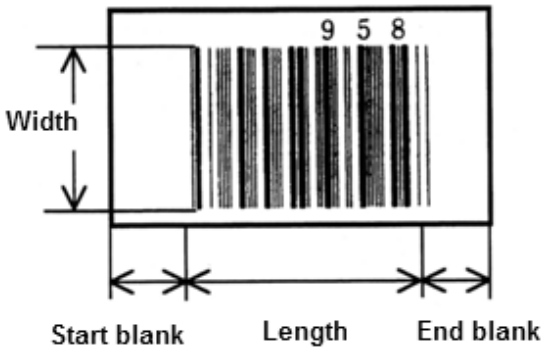

Figure 2-4-1
(3)Start margin & end margin are required to be ≥3mm(as Figure 2-4-1).